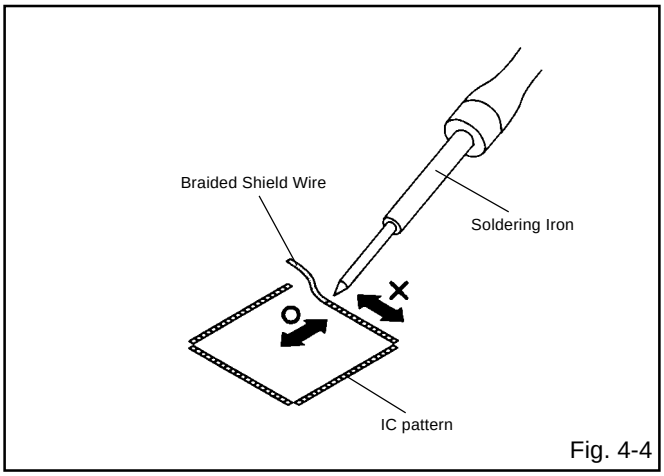

Fig. 4-4
5. Absorb the solder left on the pattern using the Braided Shield Wire. **(Refer to Fig. 4-4.)**